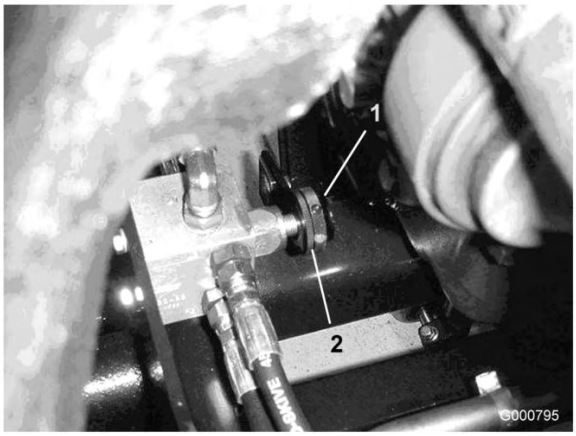

Figura 90
5. Localize a válvula existente em frente ao eixo traseiro para as unidades de corte posteriores (Figura 90).
6. Desaperte o anel de fixação do manípulo (Figura 90).